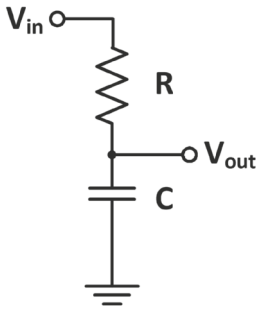

**FIGURE 4.46** (Steps 4 and 5) RC filter circuit #2.
4. **Changing a HPF to a LPF.** Now switch the positions of the resistor and the capacitor as shown in Fig. 4.46. Set the sweep frequency of the WG to go from 100 Hz to 5 kHz. Repeat Step 2. Turn off averaging. Explain why the circuit is now an LPF. How does the voltage across the capacitor, $V_{out}$, change with frequency?
7. **Observing a *fast* rise time.** In this and the next few sections you will observe the charging of the capacitor and compare the rise time to the period of a square wave. Use the LPF circuit of Fig. 4.46 where $f_c = 1/(2\pi RC)$. Change the resistor to provide a cutoff frequency that is about 10× higher than 1 kHz. Decreasing $R$ decreases the RC time constant, $\tau$. What is your new RC time constant? Switch the input from a sine wave to a square wave at 1 kHz. What is the period, $T$? Make the vertical scale the same for